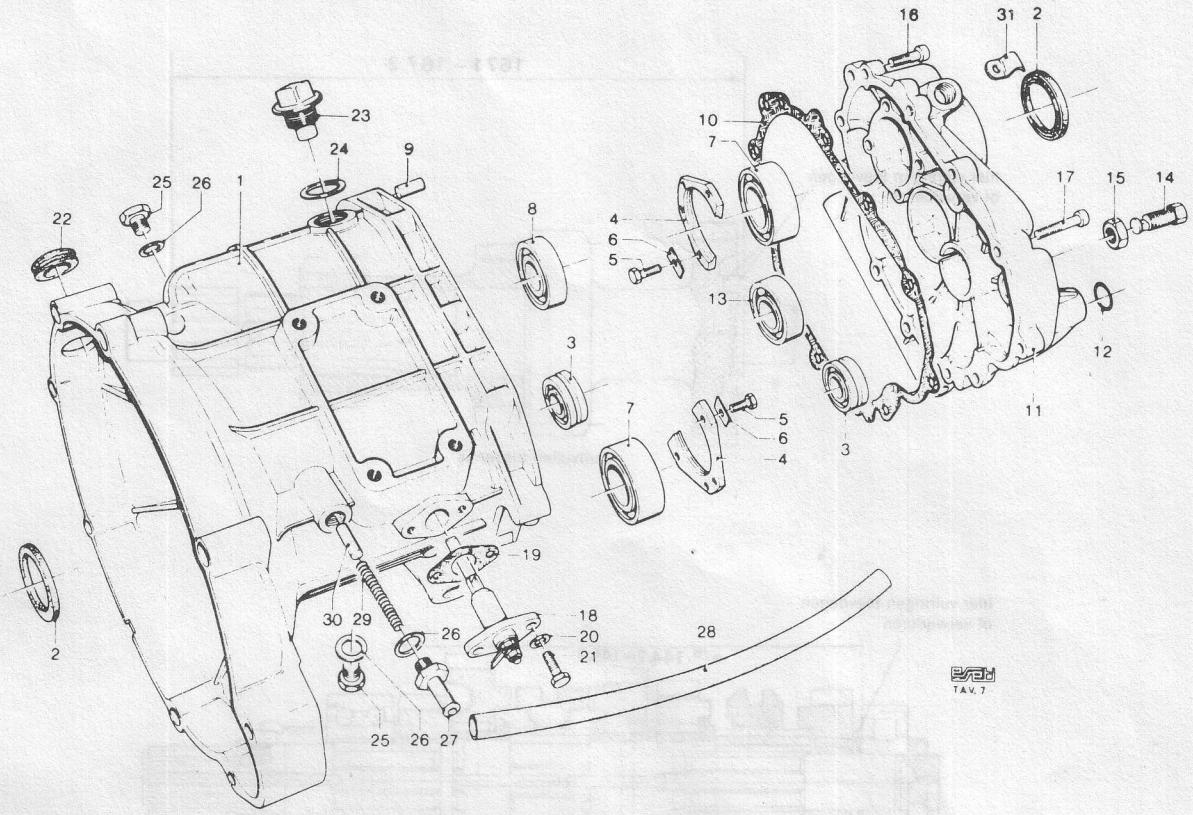

afb. 18 - onderdelen 5-versnellingsbakhuis
n.b.: Het kogellager op de ing.as in het huis en op de uitg.as in het deksel worden geborgd door een borgplaat, welke met 3 bouten is vastgezet - zie 4 t/m 7 in afb. 18.
- druk de schakelhevel voorlopig op de schakelas en stel de excentrische bout (14 in afb. 18) zó af, dat door bewegen van de hevel gevoeld wordt, dat de schakelpallen evenver van de voorliggende pen van de wals verwijderd zijn